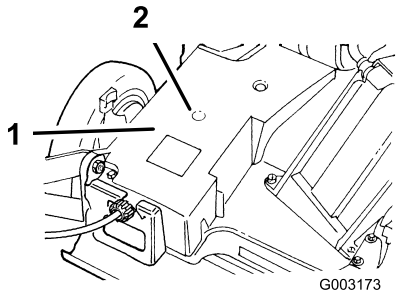

Рисунок 25
2. Установите шприц для консистентной смазки на масленку через отверстие кожуха ремня (Рисунок 25).